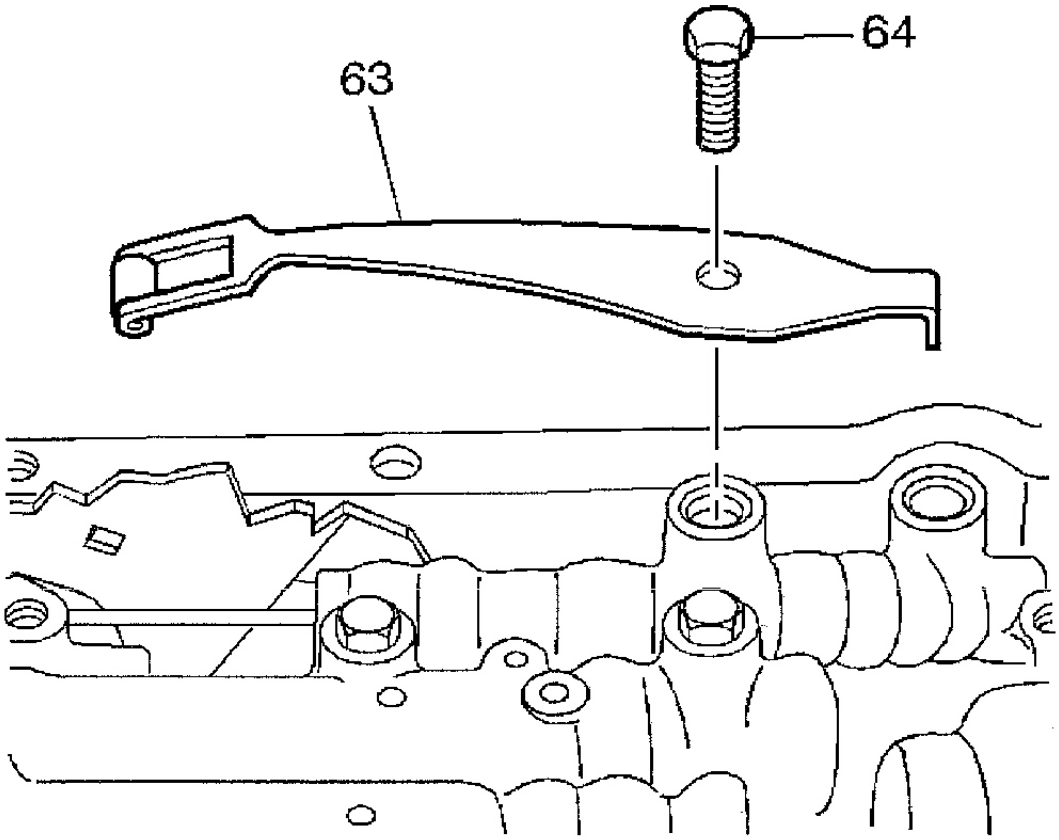

Fig. 13: Removing Detent Spring Assembly
2. Remove TCC solenoid bolts. See **Fig. 10** . Remove valve body bolts securing wiring harness. Remove TCC solenoid and allow wiring harness to hang over side of case. See **Fig. 11** . Remove transmission fluid pressure manual valve position switch. See **Fig. 12** . Remove detent spring bolt. Remove detent spring. See **Fig. 13** . Remove remaining valve body bolts. Note length and location of bolts for installation reference. See **Fig. 14** .